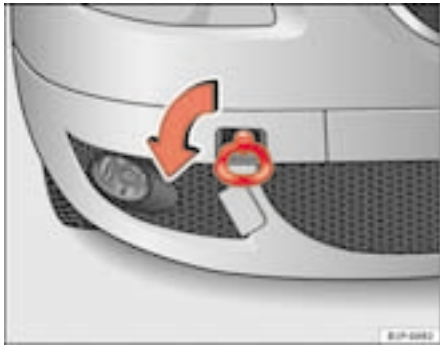
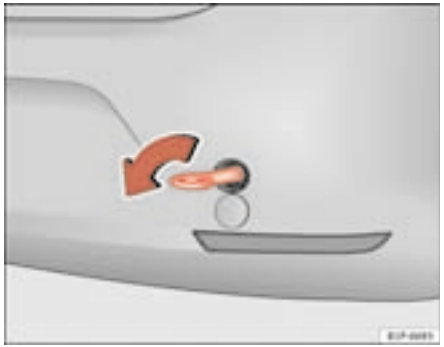

Fig. 178 The front right section of the vehicle: Fitting the front towing ring
Fig. 179 Fitting the towing ring to the rear of the vehicle
– Screw the towing ring as shown by arrow *anti-clockwise* to the limit position in the front ⇒ page 249, fig. 178 or rear ⇒ page 249, fig. 179 threaded hole.